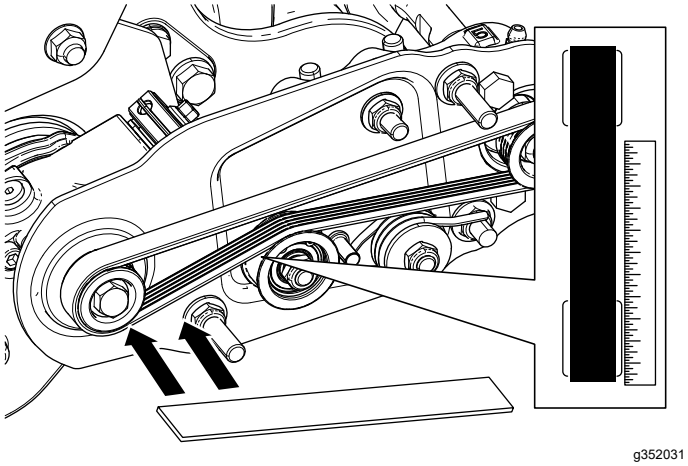

Figura 18
- Coloque una regla contra la cara exterior de la polea **motriz** (Figura 18). **No ponga la regla** sobre ambas poleas, motriz y arrastrada.